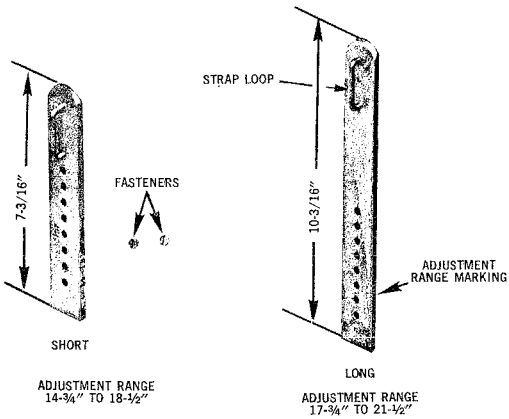

Fig. 3 — Sleeves for Adjustable Climbers
2.03 Sleeves used with adjustable climbers can be adjusted in increments of ¼ inch. They are available in two lengths. Fig. 3 illustrates these sleeves and the range of adjustments. Sleeves are attached to climbers by two set screws known as Fasteners except on the shorter sleeves from 14¾ to 15½ inches and on the longer sleeves from 17¾ to 18½ inches. On these adjustments, only one set screw is used for attachment. For these lengths, the wedging of the sleeve and leg iron provides a sufficiently tight fit of these parts.